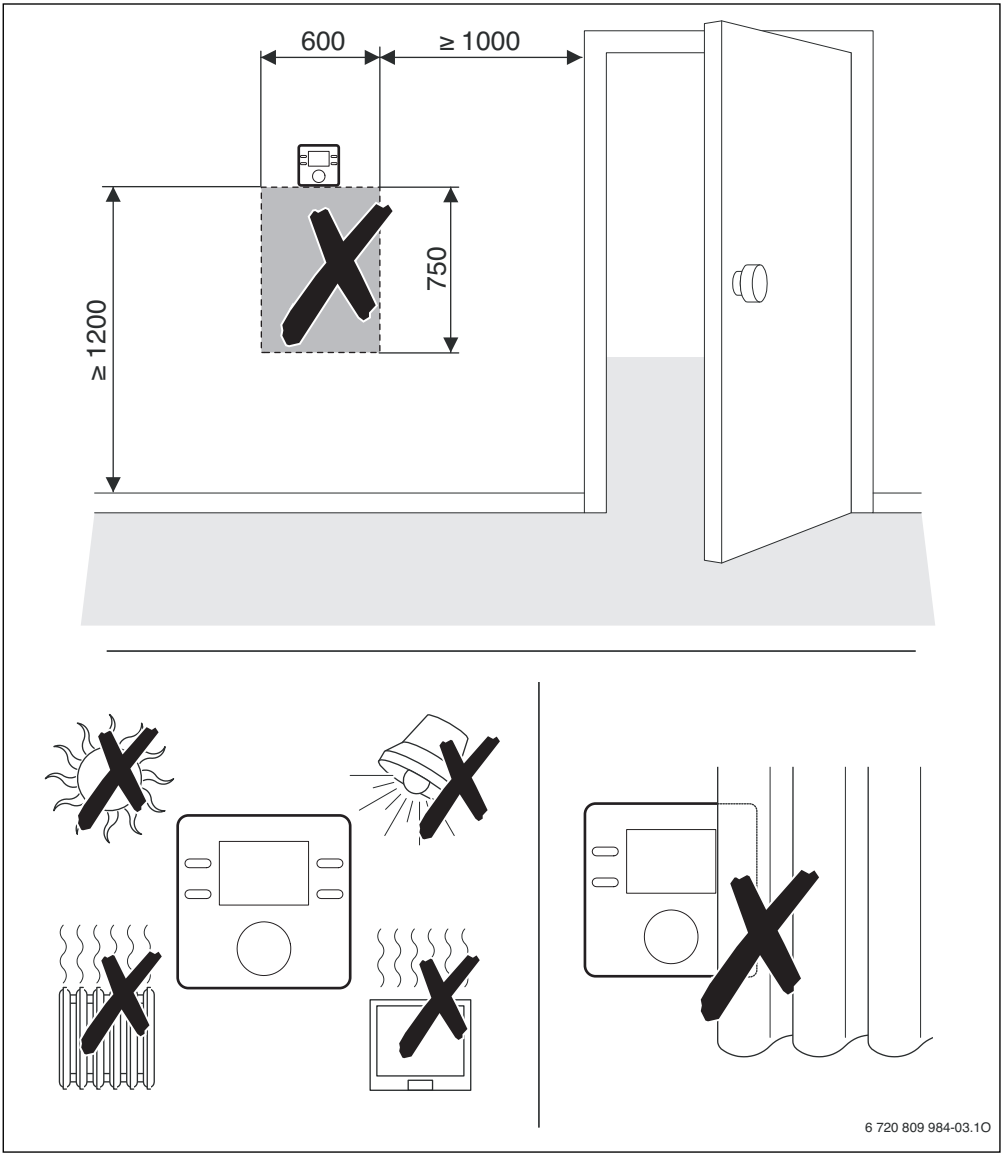

Bild 6 Installationsort im Referenzraum
- Der Installationsort (= Referenzraum) muss für die Regelung der Heizungsanlage geeignet sein (→ Bild 6, Seite 9).